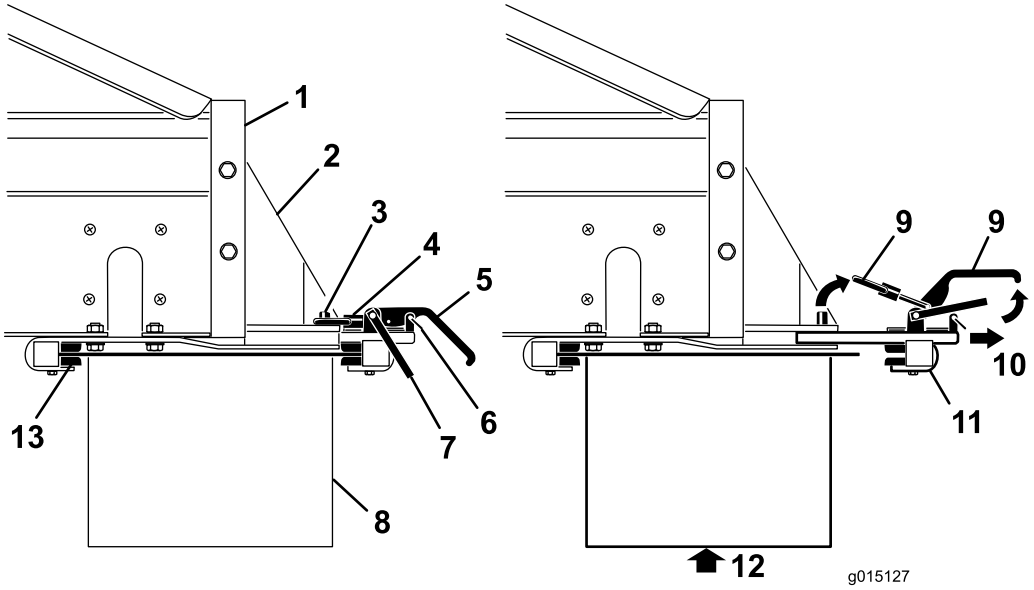

Figur 37
3. Fjern sikkerhedslåseclipsene fra klemmehåndtagene (Figur 37).
4. Løft sikkerhedslåsen. Løft derefter klemmehåndtagene til ekstraudstyret, og frigør låseringene fra låsestifterne (Figur 37).
5. Skub klemmehåndtagsenheden til bagsidens ekstraudstyr ud af lynmonteringsåbningerne (Figur 37).
6. Få nogen til at hjælpe med at sætte den forreste kant af tværtransportøren/drejeleddet op under bagenden af MH-400-enheden og ind i de forreste klemmer på beslagene (Figur 37).
7. Understøt tværtransportøren/drejeleddet, og skub klemmeenheden til bagendens ekstraudstyr tilbage i åbningerne i beslagene og over bagkanten (Figur 37).
9. Monter sikkerhedslåseclipsene på klemmehåndtagene igen (Figur 37).